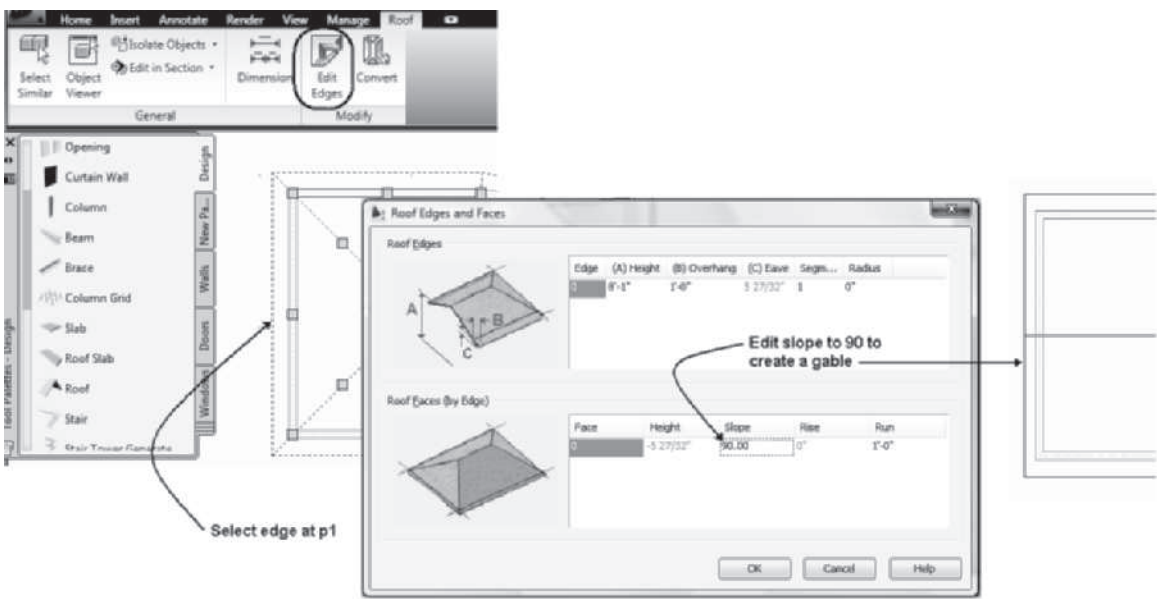

FIGURE 7.13 *Selecting Edit Edges/Faces from the shortcut menu*
When the **Edit Edges/Faces** command (**RoofEditEdges**) is selected from the Modify panel of the ribbon as shown in Figure 7.13 you are prompted to "Select a roof-edge" in the workspace. When you select an edge, the **Roof Edges and Faces** dialog box opens as shown in Figure 7.13. In contrast to clicking the **Edges/Faces** button in the Properties palette, this command limits the display to only information regarding the plane selected. The Edit Edges/Faces command allows you to select one or more roof edges for edit and change the edge in the Roof Edges and Faces dialog box. When the slope is changed, the adjoining roof planes extend or adjust to the different slope. The steps to editing an edge to create a gable are described below.
1. Select the roof and choose **Edit Edges** from the Modify panel in the Roof tab as shown in Figure 7.13. Respond to the workspace prompts as shown below.
`Select a roofedge:` *(Select roof edge at p1 as shown in Figure 7.13.)*
2. Edit the **Roof Edges and Faces** dialog box: click in the **Overhang** column of the top **Roof Edges** section and overtype an overhang value. Then click in the **Roof Faces (by Edge)** section, click in the **Slope** column, and overtype the slope value to **90** as shown in Figure 7.13. Click **OK** to dismiss the Roof Edges and Faces dialog box. The slope of the roof has changed as shown at the right in Figure 7.13.